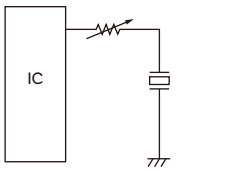
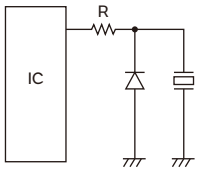

Fig. 2a
Fig. 2b
2. When driving the product by IC, please insert the resistance of 1k to 2kΩ in series. The purpose is to protect the IC and to obtain stable sound. (Please see Fig. 2a). Inserting a diode in parallel to the product has the same effect. (Please see Fig. 2b).